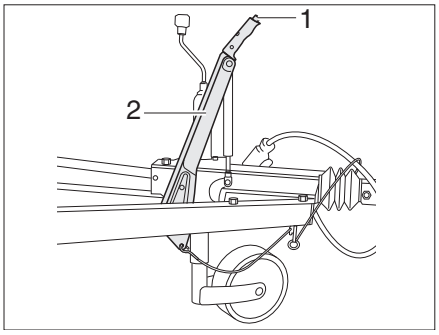

Fig. 13 Alternative: Handbrake
■ In order to release it, press the securing button (Fig. 13,1) and lower the handbrake (Fig. 13,2).